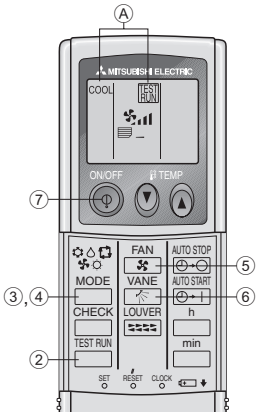

Fig. 7-2
7.2.2. Using wireless remote controller (Fig. 7-2)
① Turn on the power to the unit at least 12 hours before the test run.
② Press the TEST RUN button twice continuously.